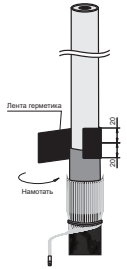

Рисунок 5
4.9 Плотно намотать ленту герметика с заходом по 20 мм на ступень полупроводящего экрана и на поверхность полиэтиленовой изоляции, обжать рукой (рисунок 5).